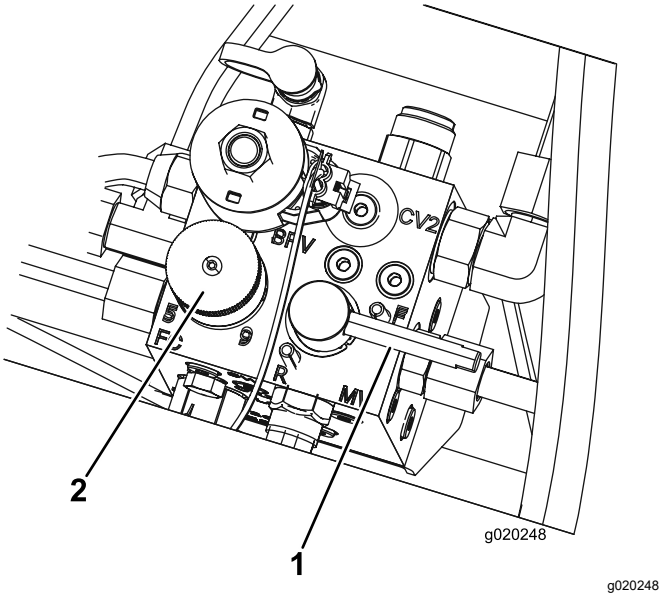

**Figur 85**
5. Sæt knivcylinderens hastighedsknap til position 1 (Figur 85).
6. Flyt baglapningsgrebet til tilbagepositionen R (baglapning) (Figur 85).
***Vigtigt:*** **Hvis baglapningskontakten ikke returneres til positionen (F) (KLIP) efter baglapningen, kan klippeenhederne ikke hæves, og fungerer dermed ikke korrekt.**